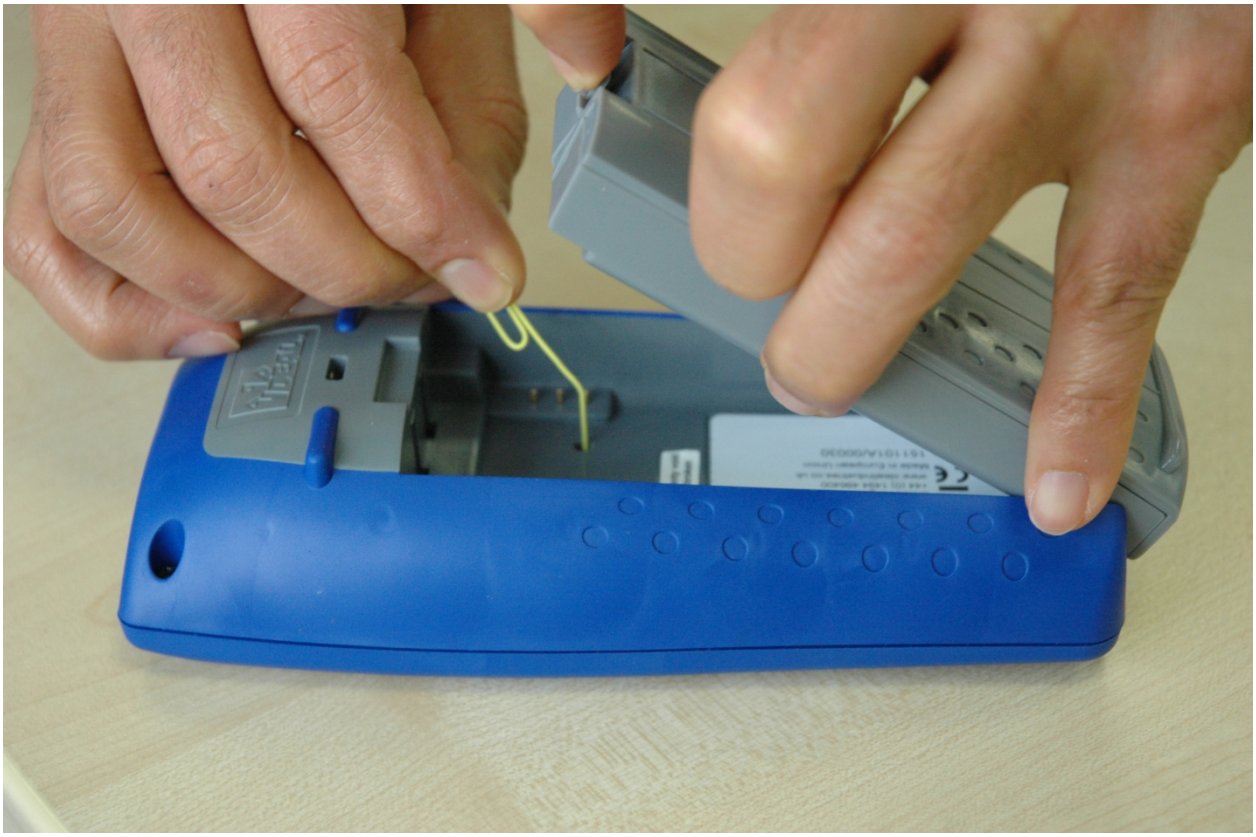

Fig 2
- Extraiga el modulo de alimentación o el bloque de pilas para acceder a un pequeño orificio en el NaviTEK NT (Fig 2).